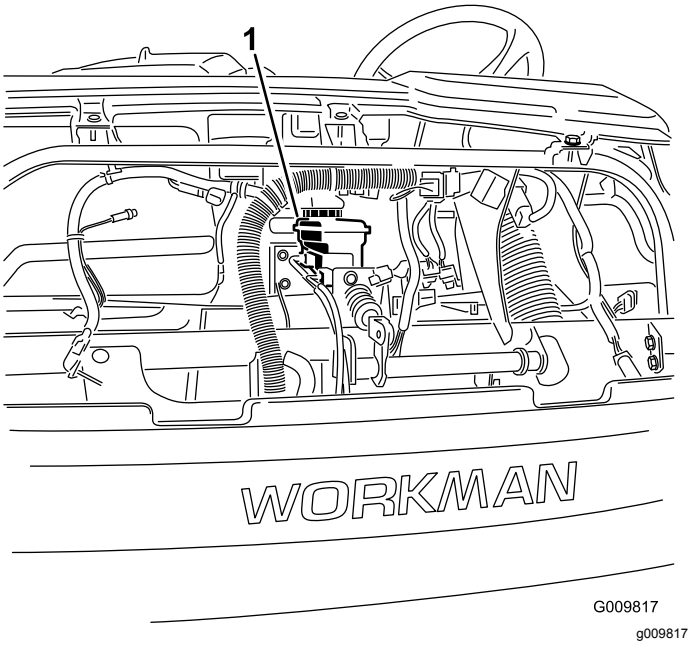
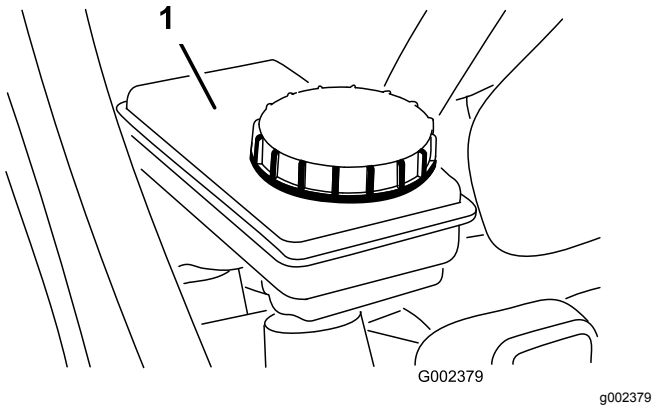

Figur 72
Figur 73
5. Kontrollér væskestanden i bremsevæskebeholderen (Figur 72 og Figur 73).
A. Rengør området omkring beholderens dæksel (Figur 73).
B. Fjern beholderens dæksel (Figur 73).
C. Påfyld den specifikke bremsevæske til linjen Full (fuld) på beholderen (Figur 73).
D. Sæt dækslet på (Figur 73).